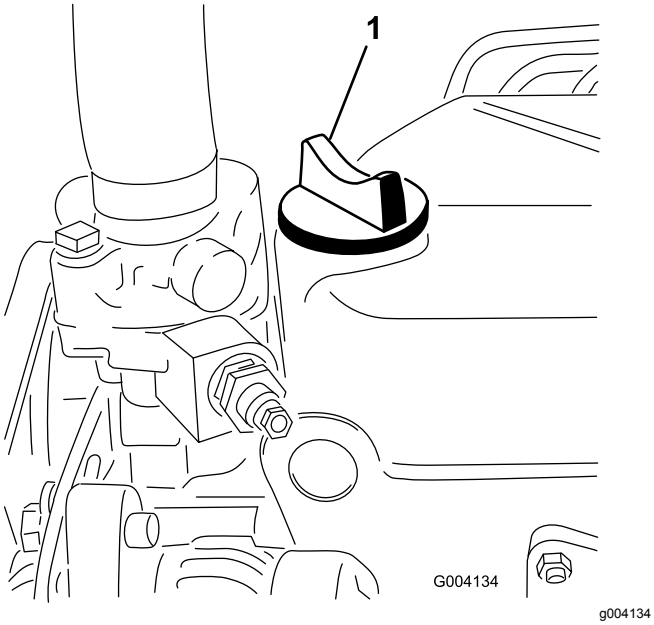

Figur 49
5. Hvis oljenivået er under Full-merket, tar du av oljelokket (Figur 49) og fyller olje til nivået når opp til Full-merket på peilestaven.